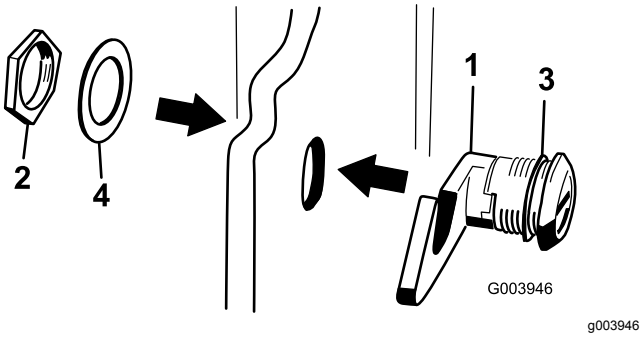

Figur 18
3. Fjern møtrikken fra motorhjelmslåsenheden (Figur 18).